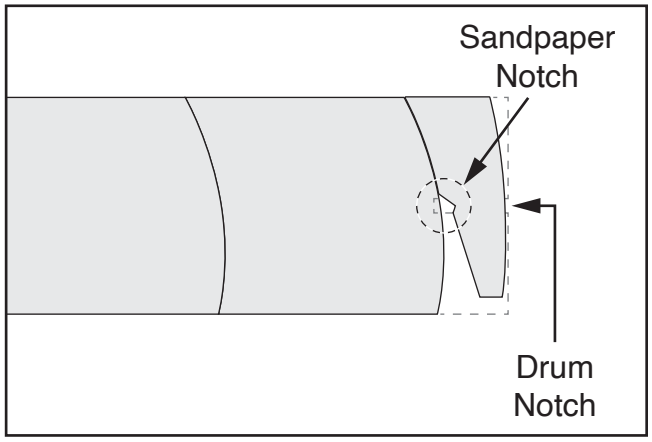

Figure 42. Sandpaper notch illustration.
10. When sandpaper reaches right side of drum, cut a notch to fit into clamp as illustrated in **Figure 42**. For step-by-step instructions to create notch, refer to **Creating Sandpaper Notch**.
Cutting a notch at the right end of sandpaper (see **Figure 42**) will allow for easier insertion and a tighter hold by the clamp.